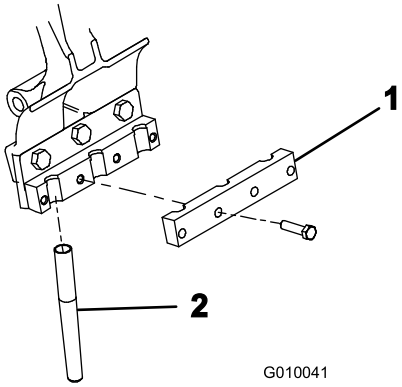

Figur 24
4. Monter en tineklemme løst på hver tineholder med 4 bolte (3/8 x 1-1/2 tommer) (Figur 24). Tilspænd ikke boltene.